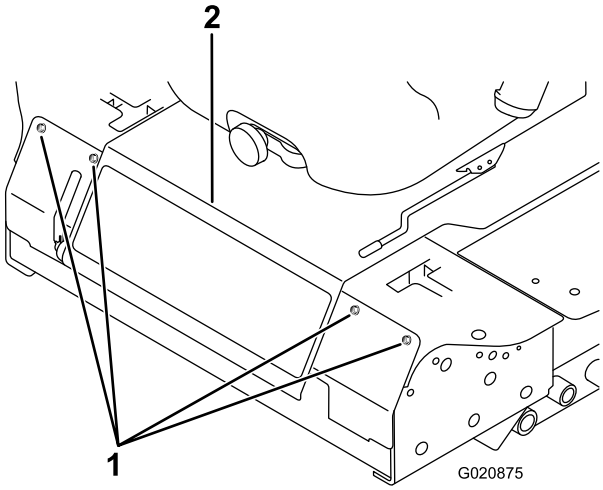

Figur 50
2. Fjern de bolte, der holder frontpanelet fast, og tag panelet af (Figur 50).